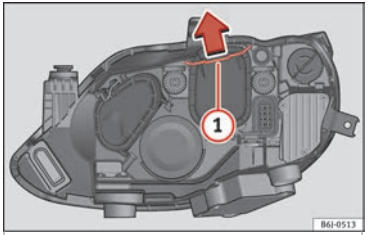

Fig. 96 Double headlight.
– Move the loop ››› Fig. 96 ① in the direction of the arrow and remove the cover.